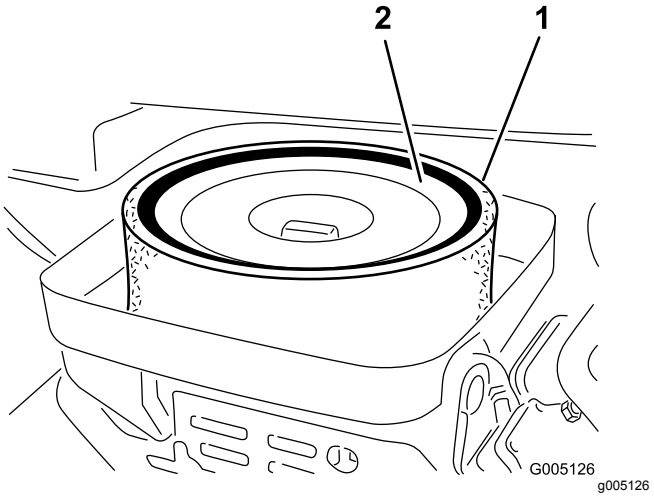

**Figur 45**
3. Ta bort skumgummidelen från pappersinsatsen om den är smutsig (Figur 45). Rengör den ordentligt på följande sätt: